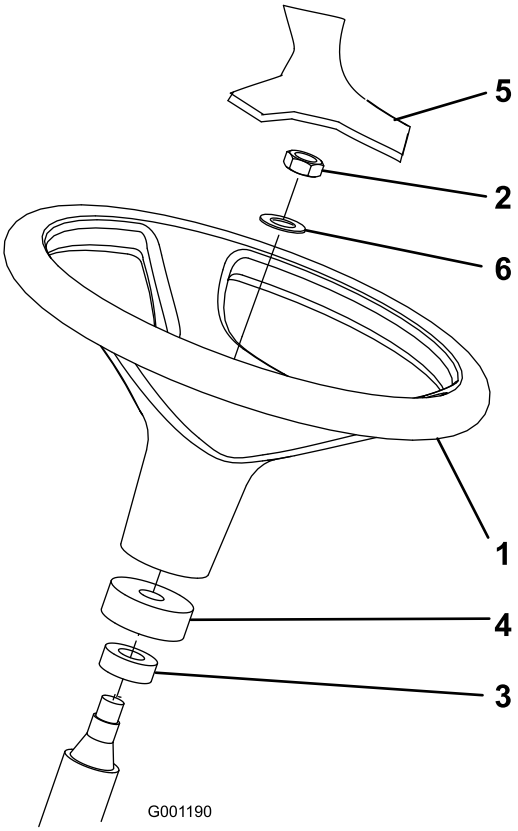

Figur 3
1. Tag rattet ud af det understøttende forsendelsesmateriale (Figur 3).
Bemærk: Kontroller, at skumkraven og støvringen forbliver på ratakslen (Figur 3).
3. Skub rattet og skiven på ratakslen (Figur 3).
5. Monter dækslet på rattet (Figur 3).